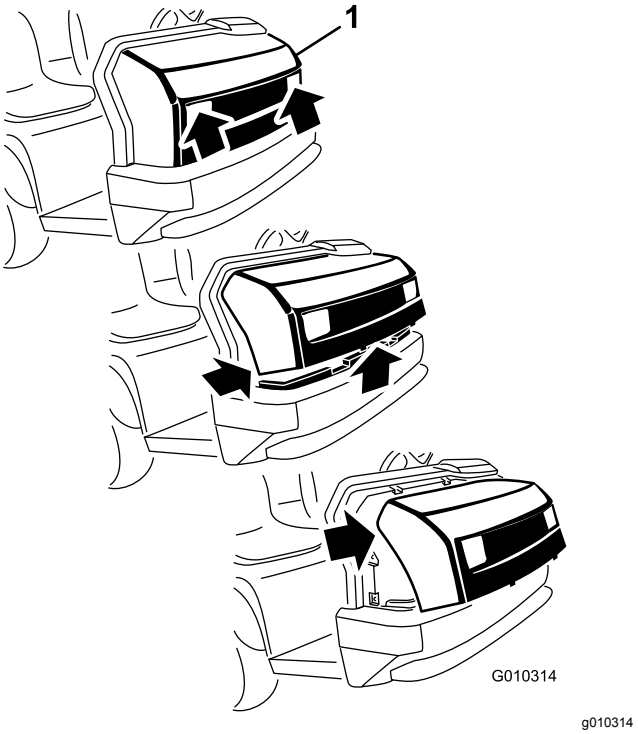

Figura 28
1. Afferrate il cofano dalle aperture dei fari, sollevatelo per sganciare le linguette di montaggio inferiori dalle fessure del telaio (Figura 28).
3. Ruotate in avanti la parte superiore del cofano e scollegate i connettori dei fili dai fari (Figura 28).
2. Inserite le linguette di montaggio superiori nelle fessure del telaio (Figura 28).
3. Inserite le linguette di montaggio inferiori nelle fessure del telaio (Figura 28).